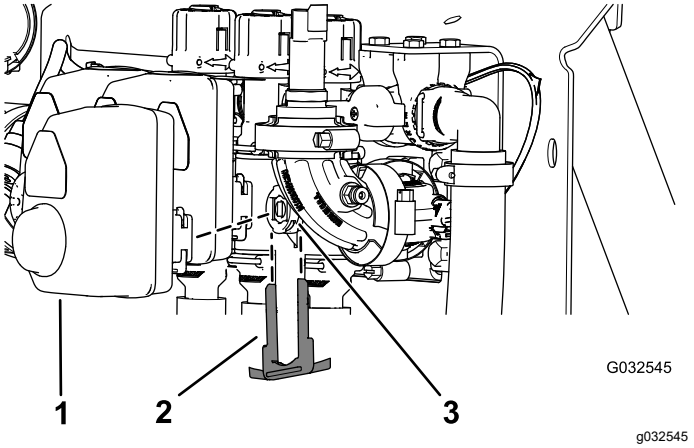

Figur 122
2. Ta bort hållaren som fäster manövreringsorganet till sektionsventilens eller omrörningsventilens grenrörsventil (Figur 122).